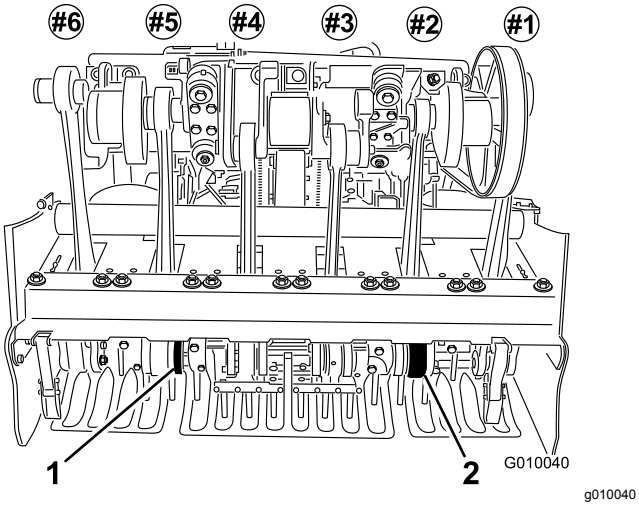

**Figur 26**
6. Montera luftarpinnar i luftarpinnshållarna nr 2 och 5 (Figur 26). Dra åt bultarna.